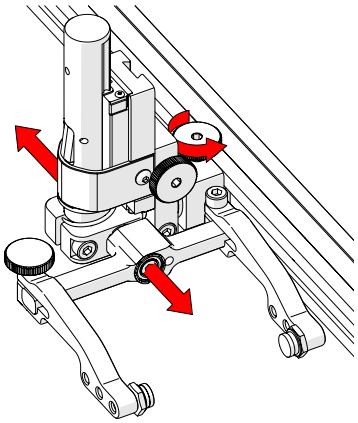

Fig. 114 - Adjust on frame bar
1. The probe holder adjustment knob allows the probe holder to be attached to a frame bar, as well as horizontal positioning on a frame bar *(Fig. 114)*.